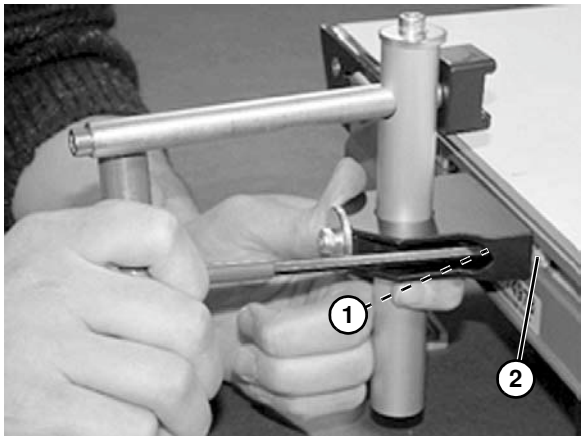

Abbildung 20
2. Schrauben **(Abbildung 20, Teil 1)** festziehen und sicherstellen, dass die T-Mutter **(Abbildung 20, Teil 2)** dreht und innen im T-Schlitz einrastet.